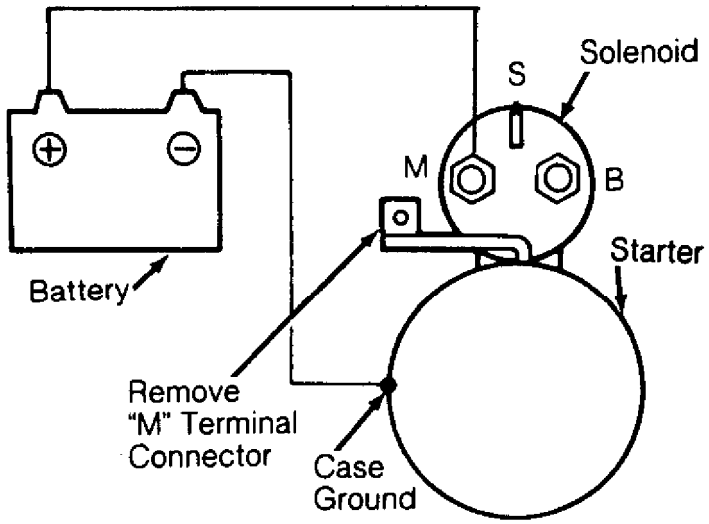

Fig. 3: Connections for Conducting Return Test
1) Apply 12 volts between "M" (MT) terminal and the solenoid case. Pull pinion out and release it (push plunger into solenoid body by hand). See Fig. 3.